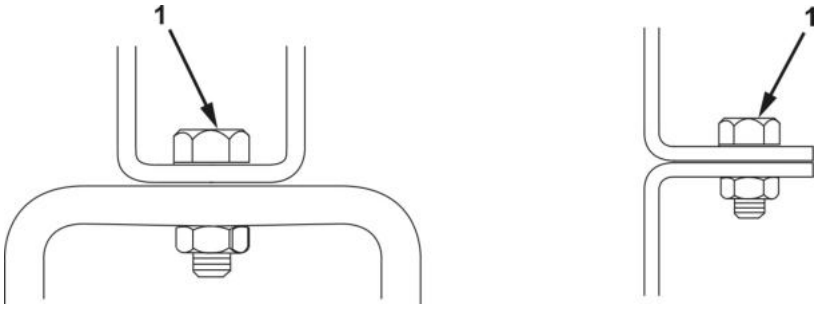

Figure 4. Bolts Replacing Rivets Loaded in Tension.
3. Use bolts (Figure 4, Item 1) for tension applications, or substitute bolts for rivets in very high shear load applications.